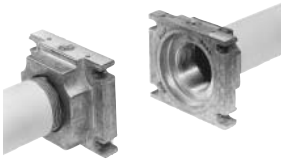

Fig. 5
3. Extraer el GasMultiBloc entre las bridas roscadas (Fig. 5).